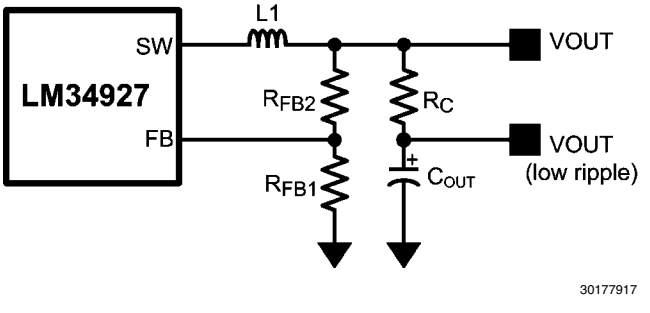

FIGURE 3. Low Ripple Output Configuration
This regulator regulates the output voltage based on ripple voltage at the feedback input, requiring a minimum amount of ESR for the output capacitor (C_{OUT}). A minimum of 25mV of ripple voltage at the feedback pin (FB) is required for the LM34927. In cases where the capacitor ESR is too small, additional series resistance may be required (R_C in *Figure 3* Low Ripple Output Configuration).
For applications where lower output voltage ripple is required the output can be taken directly from a low ESR output capacitor, as shown in *Figure 3* Low Ripple Output Configuration. However, R_C slightly degrades the load regulation.